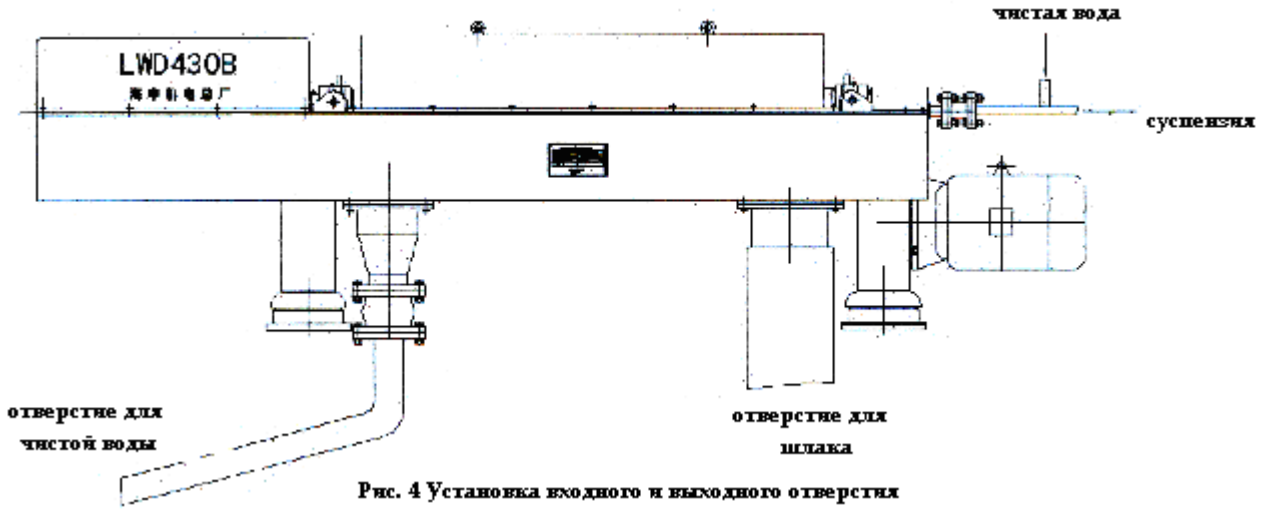

Рис. 4 Установка входного и выходного отверстия
2. Подсоединение выходного отверстия для чистой жидкости. Мы также подготовили ковш для жидкости, который соединен с корпусом и оснащен разъемом эластомера, который может быть намотан или свернут. Этот разъем подключен к трубе для чистой жидкости, его диаметр и наклон требует максимальной обрабатывающей способности (См. рис. 4)
3. Подающая трубка соединена с подающей трубой и разъемом эластомера, который может быть намотан, и загнут, и должно быть оставлено пространство для удаления подающей трубы. Прозрачный (стекловидный, гиалиновый) канал, лучше установить около подающей трубы, чтобы наблюдать циркуляцию вещества. (См. рис. 4)
4. Водопроводную трубу для чистой воды следует установить в части подающей трубы рядом с сепаратором для того, чтобы облегчить чистку машины (См. рис. 4)